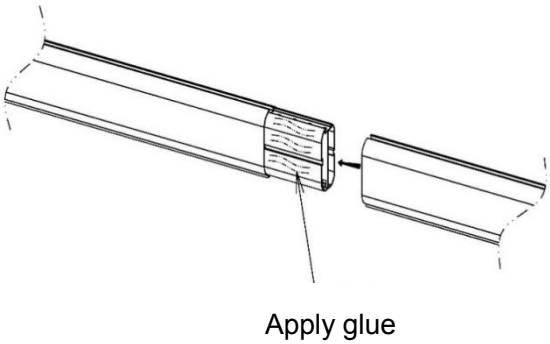

Figure 3-2
2) Apply glue to the protruding part and the inner wall of the boom. After insert it into the groove of another boom. Assemble into a whole. as shown in the figure 3-2.